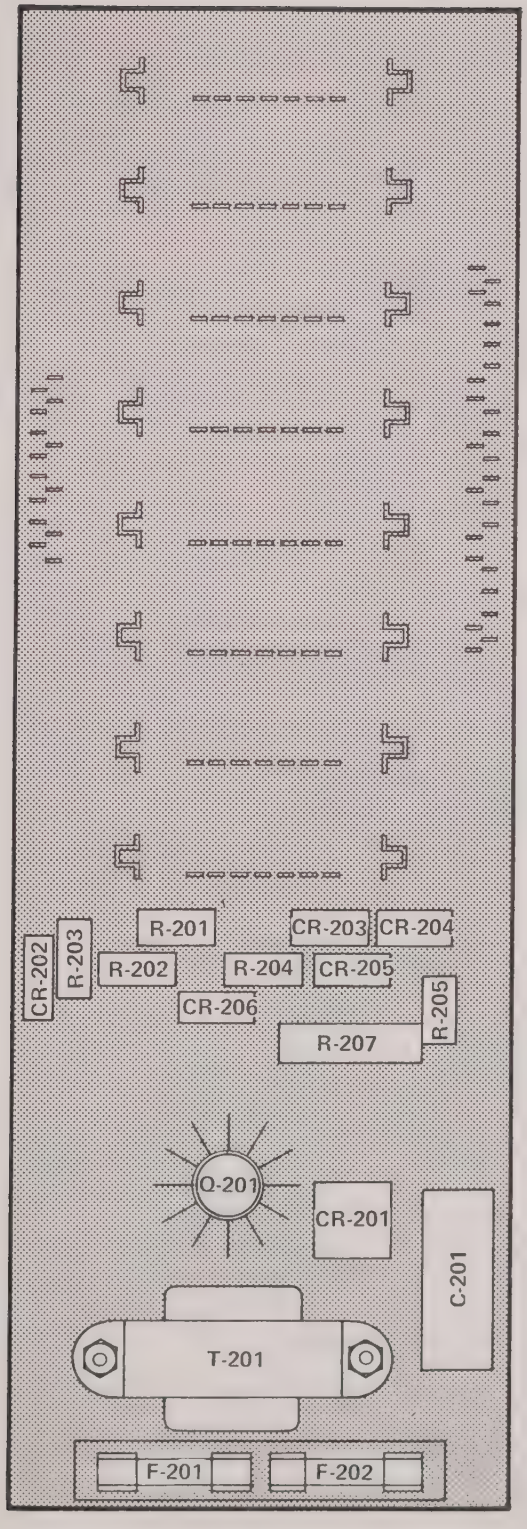

FIGURE 5-2 POWER SUPPLY BOARD 865847
3. Adjust resistor R-207 on power supply board (Fig. 5-2) until voltage on meter reads 1.250 ±0.001 volt.